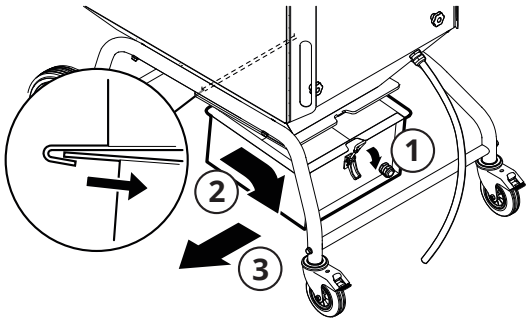

Fig. 27
3. Lossa excenterlåset (1, **Fig. 27**), lyft upp pallyften mot kärlet och dra ut stoftkärlet (2, 3) med pallyften.
7. Skjut in stoftkärlet under rasfickan, se **Fig. 27** som referens.